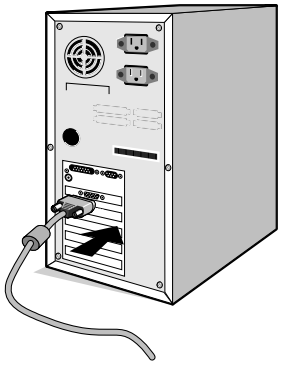

Figure A.1
2. **Pour un PC équipé d'une sortie analogique :** branchez le mini-connecteur D-SUB à 15 broches du câble vidéo sur le connecteur de la carte vidéo de votre ordinateur (**Figure A.1**). Serrez toutes les vis.